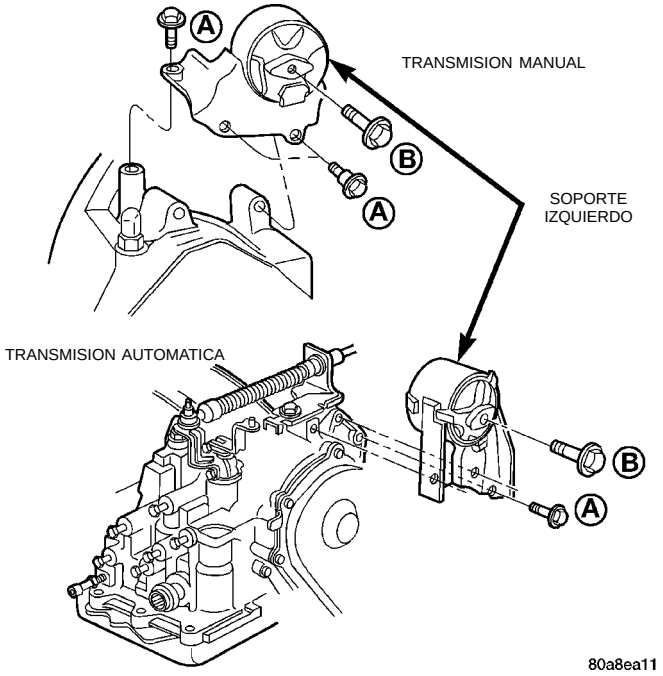

Fig. 14 Soporte del motor—Izquierdo
(1) Eleve el vehículo sobre un elevador y retire la rueda delantera izquierda.
(2) Retire el centro de distribución de tensión (PDC), en el modelo de transeje manual, del soporte de la bandeja de la batería y déjelo a un lado.
(3) Soporte la transmisión con un gato para transmisiones.
(4) Retire la tapa del orificio de acceso al perno pasante. Retire del soporte el perno pasante del aislador (Fig. 14).
(5) Retire los dispositivos de fijación del soporte de la transmisión y desmonte el soporte.
(6) Para efectuar la instalación, invierta el procedimiento de desmontaje. Ajuste los dispositivos de fijación en este orden (Fig. 14):